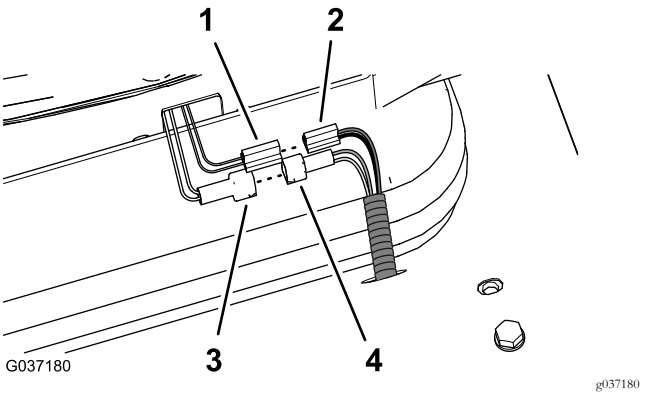

Figura 24
7. Nella parte posteriore del sedile, individuate il connettore a 2 pin per l'interruttore del sedile (fili giallo e grigio) e collegatelo al connettore a 2 prese del cablaggio del relè (fili bianco e nero), come illustrato nella Figura 24.
3. Collegate il connettore a 2 lame della sospensione ad aria del sedile nel connettore a 2 prese (fili nero e rosso) per il cablaggio preassemblato del kit da 350 cm; fate riferimento a Figura 24 in Collegamento del relè e del cablaggio (Modello 02750) (pagina 9).